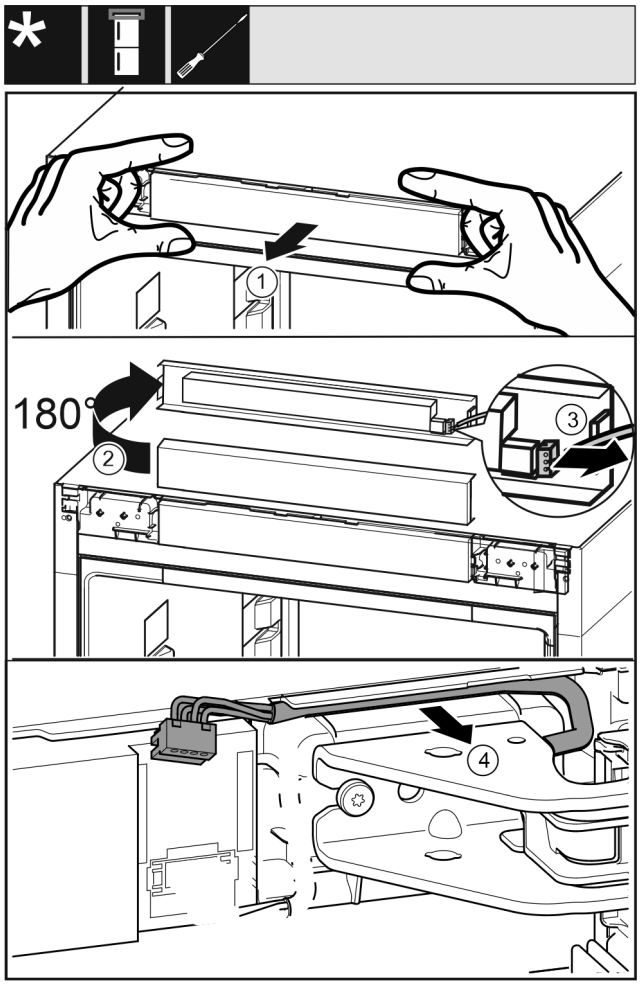

Fig. 18
▶ Desfaceți spre înainte cu precauție masca de operare *Fig. 18 (1)*.
▶ Rotiți masca de operare *Fig. 18 (2)* în sus cu 180°.
▶ Apăsați ciocul de fixare *Fig. 18 (3)* spre înapoi și extrageți cu precauție fișa.
▶ Desfaceți cu precauție cablul *Fig. 18 (4)* deasupra suportului de lagăr din ghidaj.